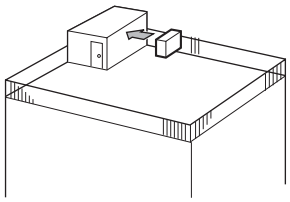

Fig. 2-4
① Face the air outlet towards the nearest available wall about 35 cm away from the wall. (Fig. 2-4)